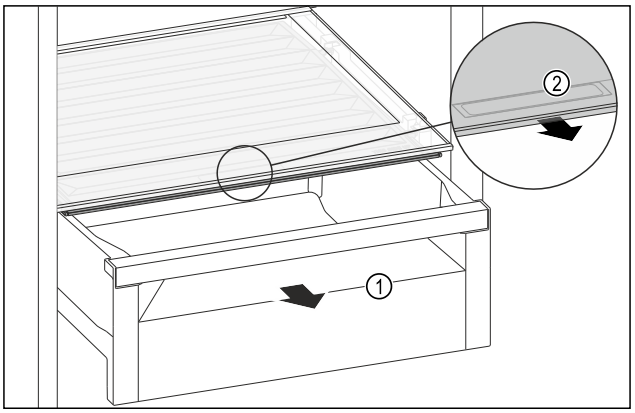

Fig. 155
▶ Extrageți sertarul *Fig. 155 (1)*.
▶ Prindeți mânerul încastrat *Fig. 155 (2)* de la capacul compartimentului și trageți concomitent capacul compartimentului spre partea frontală.